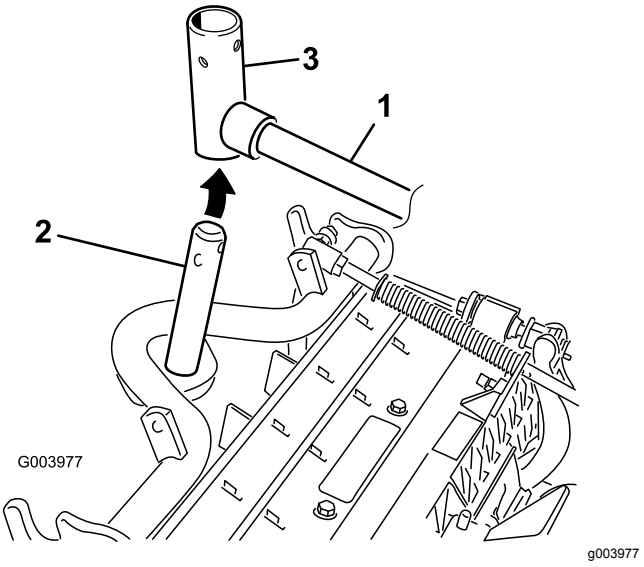

**Figur 8**
7. For de fremre klippeenhetene skyver du en klippeenhet under løftearmen mens du fører bærerammen inn i løftearmens dreiegaffel (Figur 8).
B. Før inn løftearmens dreiegaffel i bærerammeakselen (Figur 8).